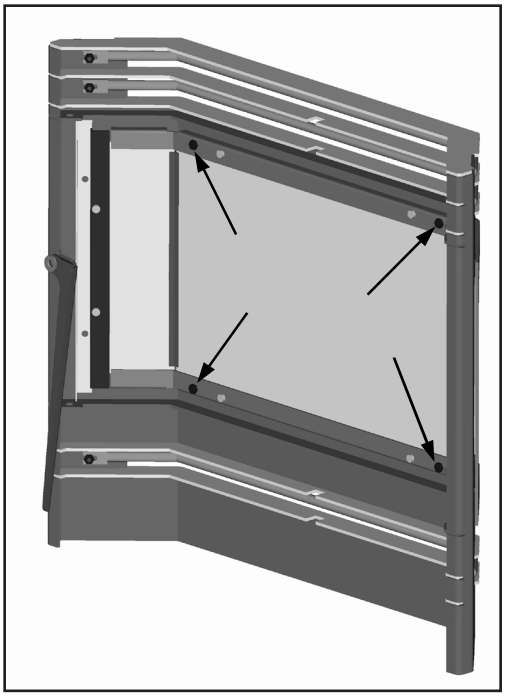

Figure 48: Inner side of Meridian door.
When stove is off and cool, open the door. Remove the four (4) #8 hex nuts around the inside of the glass retainer shown in Figure 48.